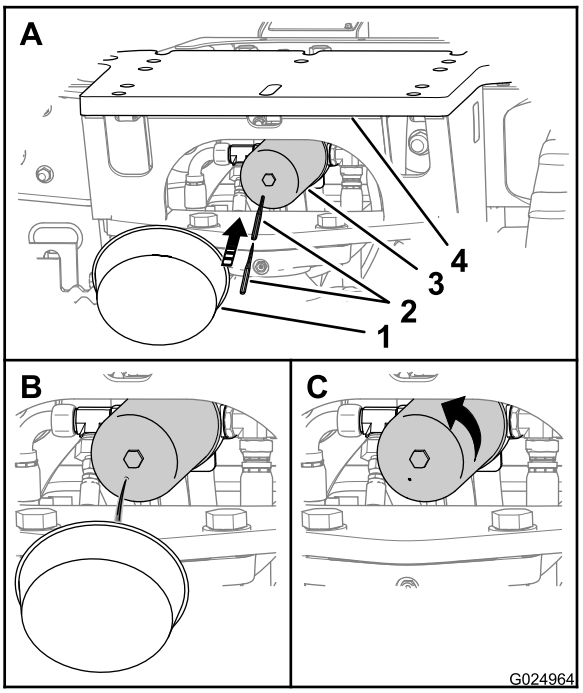

Рисунок 111
Примечание: Доступ к фильтру линии возврата гидросистемы осуществляется под задней пластиной крепления машины (Рисунок 111).
1. Подставьте емкость под фильтр линии возврата гидросистемы (Рисунок 111).
2. Проколите отверстие в нижней части фильтра линии возврата гидросистемы и дайте остаткам гидравлической жидкости стечь в емкость (Рисунок 111).
3. Поверните фильтр линии возврата гидросистемы против часовой стрелки и снимите его (Рисунок 111).